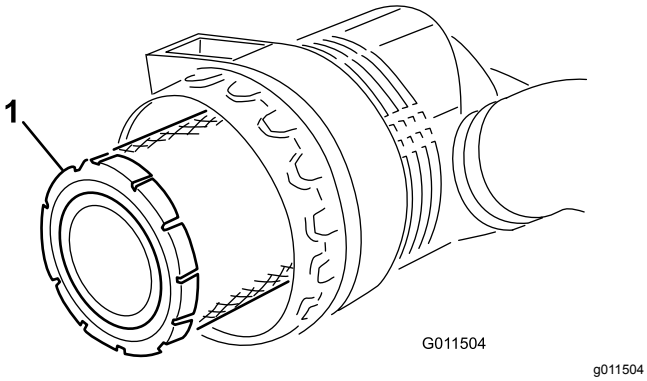

Figur 71
3. Ta av primærfilteret (Figur 71). Det anbefales ikke at det brukte elementet rengjøres, da det er mulighet for at filtermediet blir skadet. Inspiser det nye filteret for transportskade, kontroller forseglingsenden av filteret og huset. Ikke bruk
4. Skift ut primærfilteret (Figur 71).